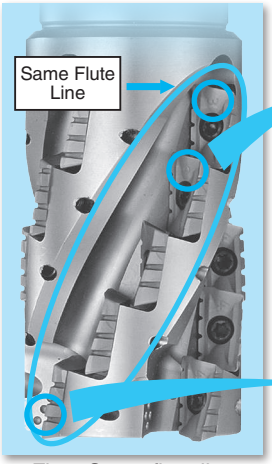

Fig.1 Same flute line
2. When installing notched inserts in flute line, ensure that the number on the insert is the same as the insert in first stage. (Ref. to Fig.1, 2 and 3.)